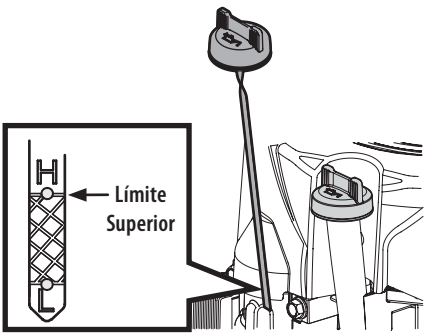

Figura 2
- Mantenga el aceite en el límite superior de la varilla de nivel de aceite (Figura 2 recuadro).
1. Retire el tapón de llenado de aceite y limpie la varilla de nivel de aceite (Figura 2).
3. Afloje y retire el tapón de llenado de aceite del cuello de llenado de aceite. Tome nota del nivel de aceite, si la lectura de aceite en la varilla de nivel de aceite está por debajo del límite superior, agregue aceite lentamente hasta alcanzar el límite superior (Figura 2 recuadro).